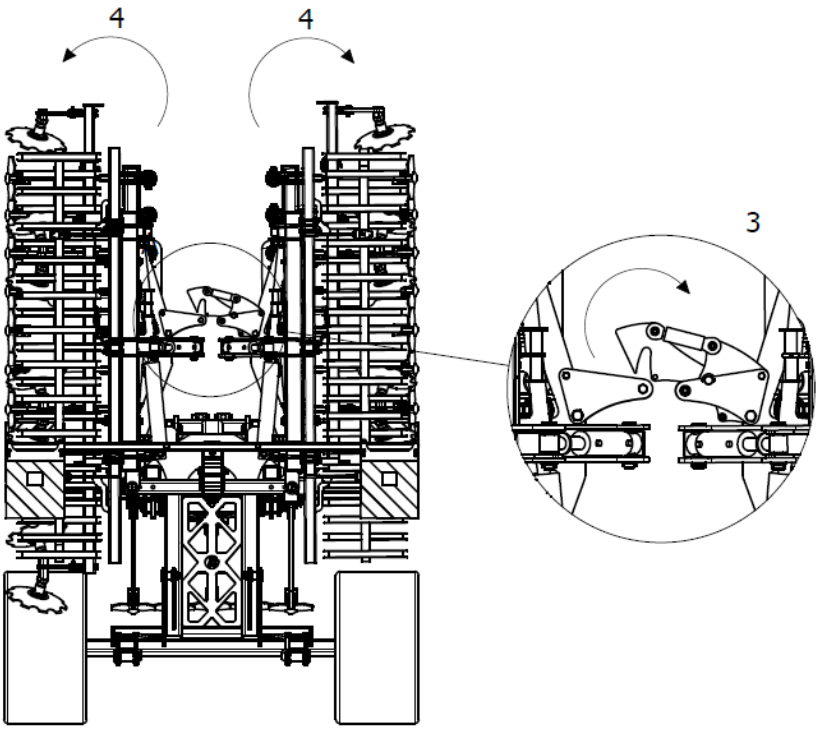

Rysunek 16 Sekwencja otwierania maszyny: 3- uwolnienie haka mechanizmu hydraulicznej blokady skrzydeł 4- otwieranie skrzydeł maszyny.
3. Następnie, upewniwszy się, że hak mechanizmu hydraulicznej blokady skrzydeł umożliwi odblokowanie skrzydeł maszyny, można przystąpić do ich całkowitego otwarcia (rys.16).